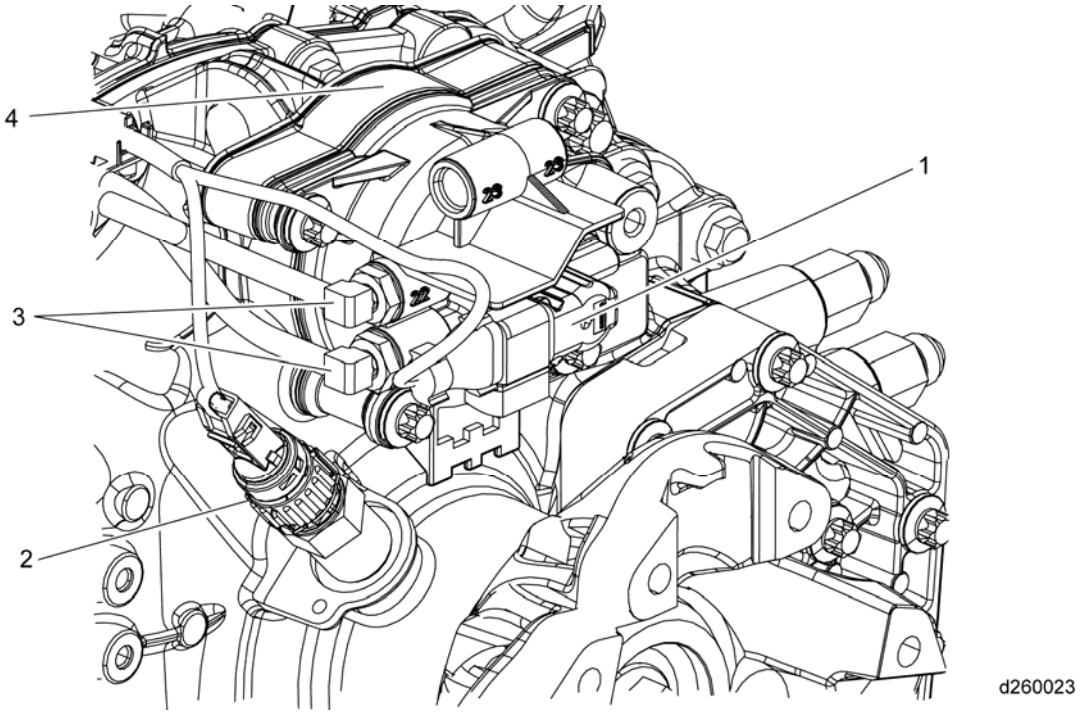

Figure 1 – Range Cylinder Air Lines
5. Remove the air fittings connected to the range cylinder (4). See Figure 1.
6. Disconnect the range position sensor (1) and output shaft speed sensor (2) from the transmission wiring harness. See Figure 1.
7. Remove the air line (3) and wire harness raceway. See Figure 1.